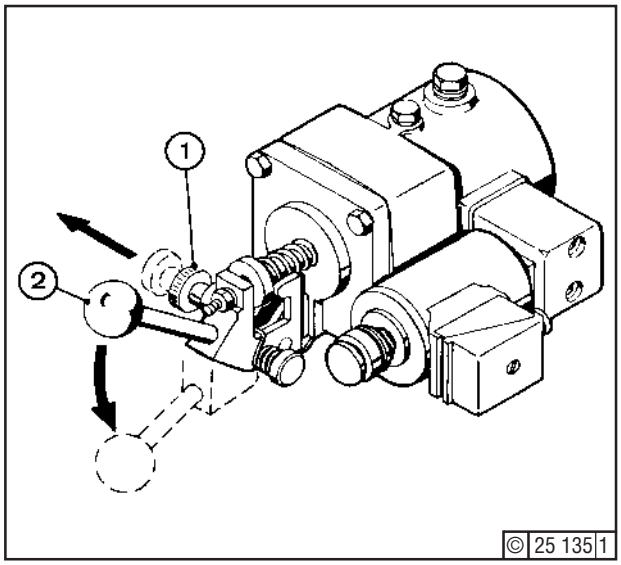

Fig. 2
Pull out locking device at knurled nut (1) - Fig. 2 -, and pull lever down. If the engine does not start after approx. 3 seconds, repeat starting procedure.